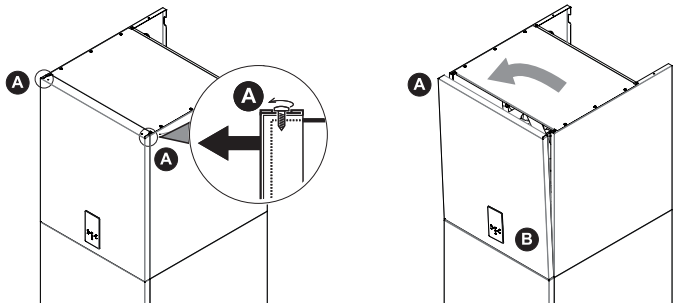

fig. 15 - desmontagem do painel frontal
- Solte parcialmente os parafusos A (ver “fig. 15 - desmontagem do painel frontal").
- Extraia o painel B e solte-o das fixações superiores (ver “fig. 15 - desmontagem do painel frontal").